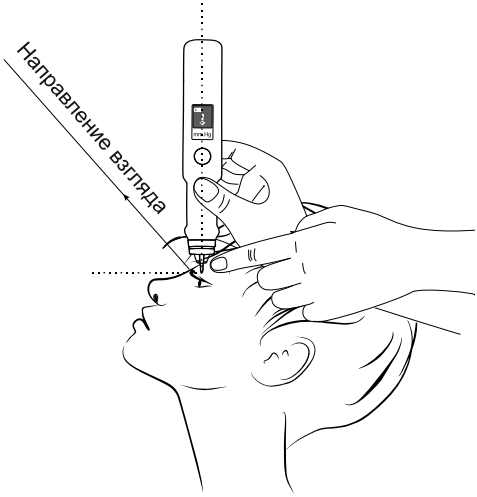

Рисунок 15
2. При проведении процедуры измерения другому лицу - зафиксируйте взгляд пациента с помощью тест-объекта (например, поднятого вверх большого пальца вытянутой руки пациента) так, чтобы линия его взора была примерно под углом 45°-50°, как показано на рис. 15.
При самостоятельном измерении - зафиксируйте взгляд с помощью тест-объекта (например, поднятого вверх большого пальца вытянутой руки) так, чтобы линия взора была примерно под углом 45°-50° (рис. 15).